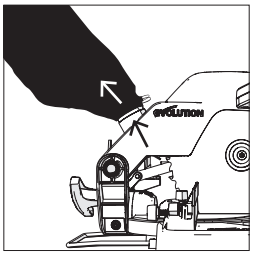

Abb. 31
• Schieben Sie den Staubbeutel über den Entstaubungsanschluss und stellen Sie sicher, dass die Federklemme am Anschluss einrastet und den Staubbeutel in seiner Position sichert. **(Abb. 31)**